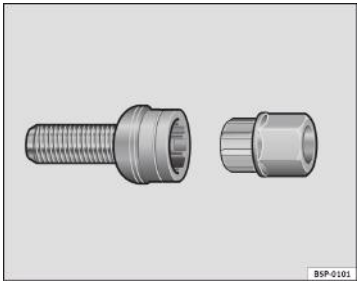

Fig. 148 Prezonul de roată antifurt
– Introduceți adaptorul pe prezon şi împingeți până la capăt ⇒fig. 148.